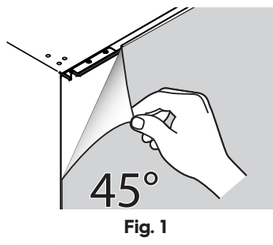
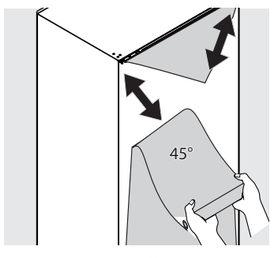

Fig. 1
Fig. 2
1. Décollez la pellicule protectrice des coins supérieurs droit et gauche vers le bas à un angle de 45 degrés (Fig. 1). Continuez à déchirer à travers la porte en diagonale vers le bas jusqu'à ce que vous enleviez la pellicule protectrice en forme de « V » sur la porte (Fig. 2).